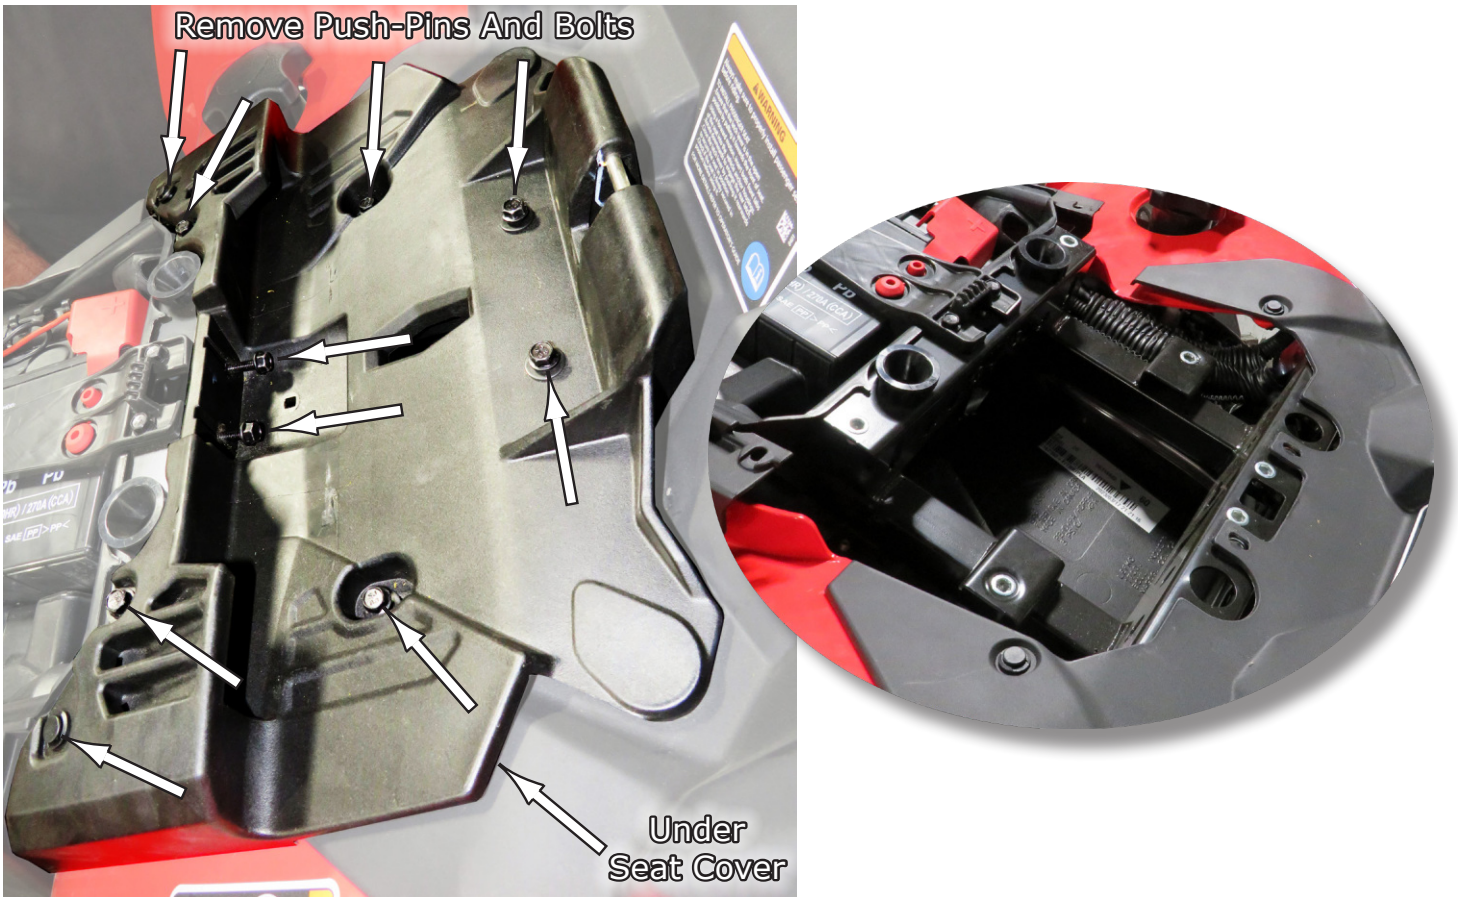

**Fig.9**
**10**. Now move to the rear of the seat area and you will remove the rear under seat cover by removing the push pins and bolts as shown in **Fig.9**.